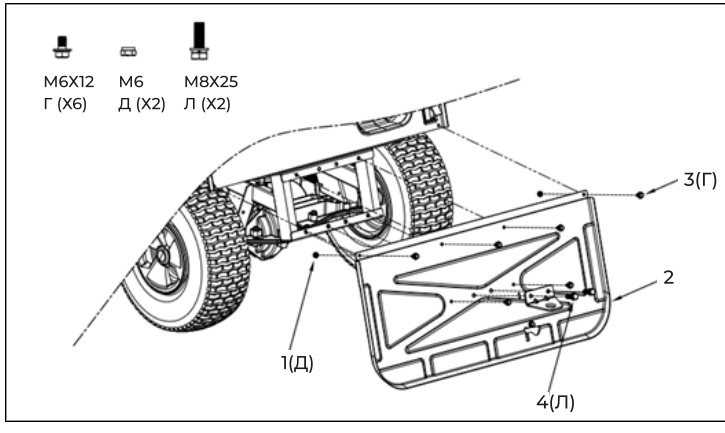

Рис. 5
6.2 Сборка заднего кожуха (рис. 5)